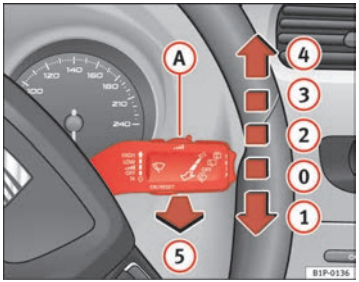

Fig. 82 Windscreen wiper and windscreen wash lever
The windscreen wiper lever ⇒ fig. 82 has the following positions: ▶
- The next speed down will automatically be selected if wiper speed (2) ⇒ page 121, fig. 82 or (3) is selected when the vehicle stops. The set speed will be resumed when the vehicle starts again